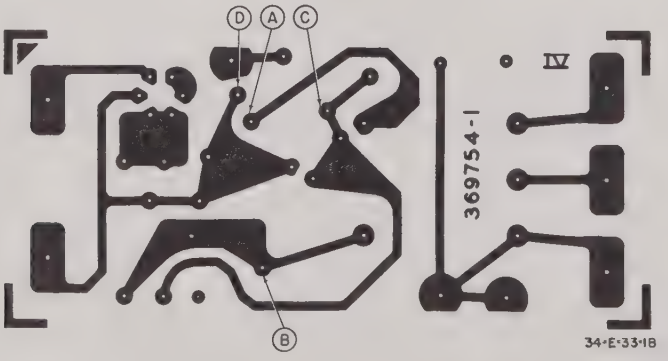

Figure 2. Printed Wiring Board Diagram, showing test point locations
(1) Break line voltage connections and remove the unit from the instrument. Disassemble the circuit board from the mounting plate by removing the screws and cover mounting posts.
(2) Connect the unit to a line voltage source.
(3) Refer to Table 1 and check voltages with a multimeter. Check point locations are shown physically in figure 2 and schematically in figure 3.